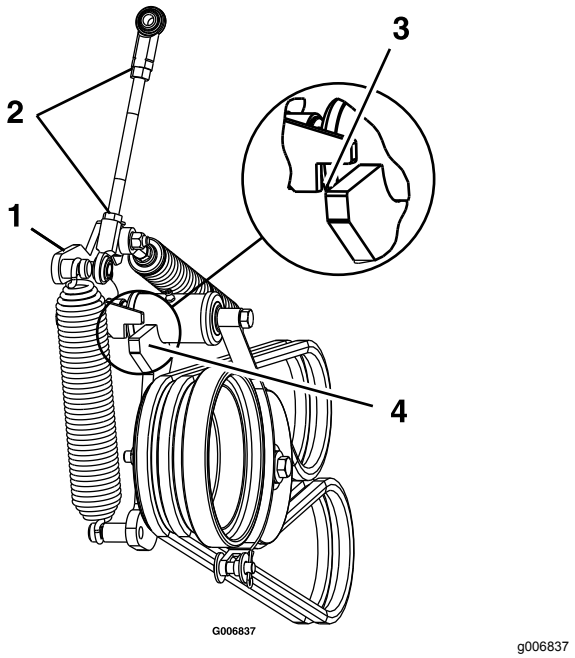

Figur 58
13. Lossa kontramuttrarna och justera länkaget tills mellandrevsarmens ovankant är i linje med spännarmsskårans nederkant enligt Figur 58.